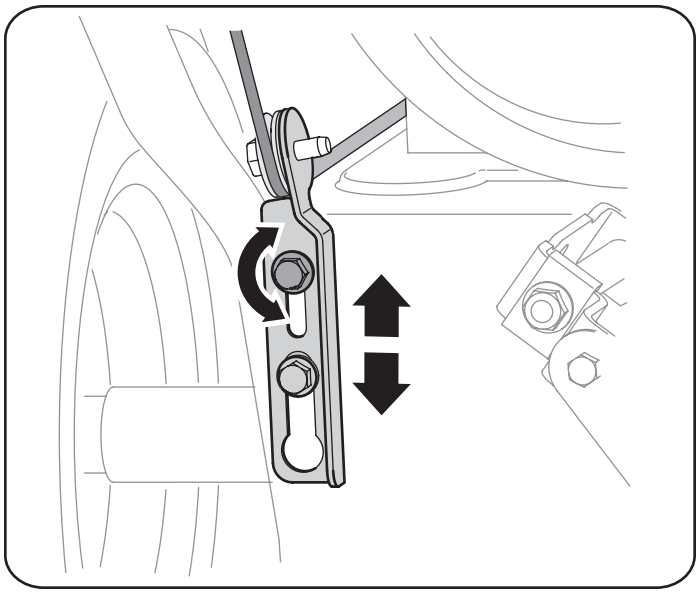

Figura 9
4. Deje la barrena engranada durante aproximadamente diez (10) segundos antes de soltar el control de la barrena. Repita esta operación varias veces.
8. Ubique la ménsula hacia arriba para brindar más juego (o hacia abajo para aumentar la tensión del cable). Vea la figura 9.